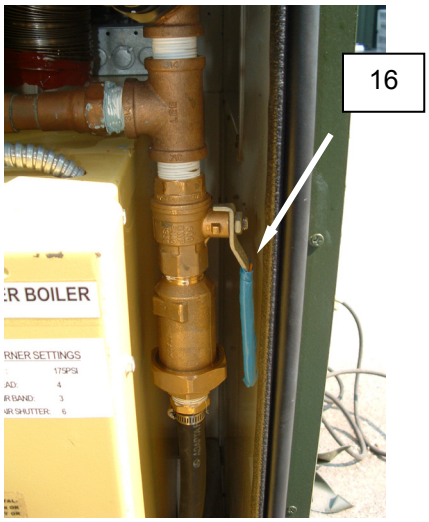

Figure 10. Boiler Water Inlet Drain Valve.
7. Open the boiler water inlet drain valve V-38 **(Figure 10, Item 16)**.